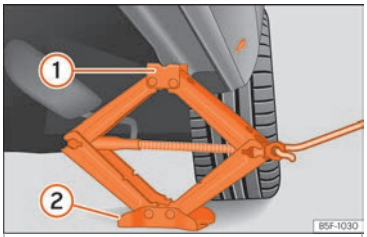

Fig. 38 Longarina: colocação do macaco do veículo.
- Rode a manivela do macaco*, colocado por baixo do ponto de apoio da longarina, para levantá-lo até que o ressalto ① ››› **Fig. 38** se encontre por baixo da zona que lhe corresponde.
- Alinhe o macaco* de forma que o ressalto ① «fique encaixado» na zona da longarina que lhe corresponde e que a placa base móvel ② fique apoiada no chão. A placa base ② deve ficar colocada na vertical, relativamente ao ponto de apoio ①.